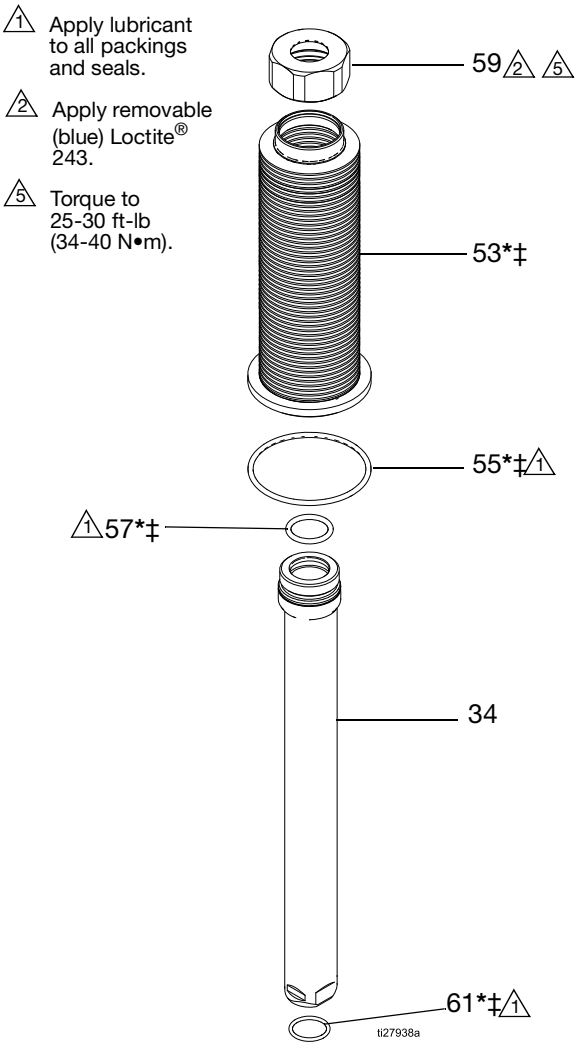

FIG. 4. Disassemble or Assemble the Bellows
5. Remove the bellows o-ring (55).
6. Remove the bellows assembly from the bellows chamber (45).
NOTE: The bellows assembly includes the bellows nut (59), the bellows (53), o-rings (57 and 61), and the bellows sleeve (34). To disassemble, see instructions on page 8 and FIG. 4 on page 9.
7. Remove the four capscrews (40) from around the base of the bellows chamber (45). Lift the bellows chamber straight up off the fluid outlet housing (16). Be careful not to damage the piston rod (17).
See FIG. 4, page 9.
7. Remove the bellows o-ring (55). See FIG. 4, page 9.
8. Remove the bellows assembly from the bellows chamber (45). Remove o-ring (57).
9. If the bellows has failed, also remove the breather valve (26) from the top plate. Clean the fluid path of any clogged paint.